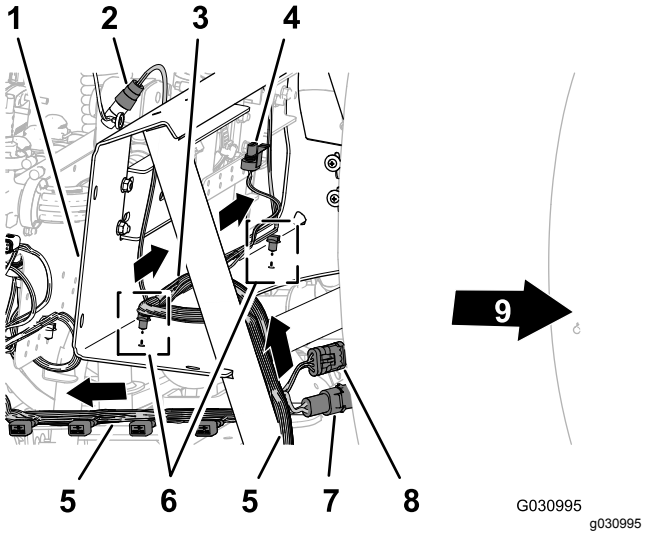

Figur 106
1. Før 218,4 cm (86") afgreningen af ledningsnettet indad i forhold til støttestiveren til ventilbeslaget og bagud mod 10-ventilbeslaget som vist i Figur 106.
2. Før 75,5 cm (31") afgreningen af ledningsnettet til gennemstrømningsmåleren og omrøringsventilen over fronten af manifoldbeslaget (Figur 106).
hullerne i den nedre flange på manifoldbeslaget (Figur 106).